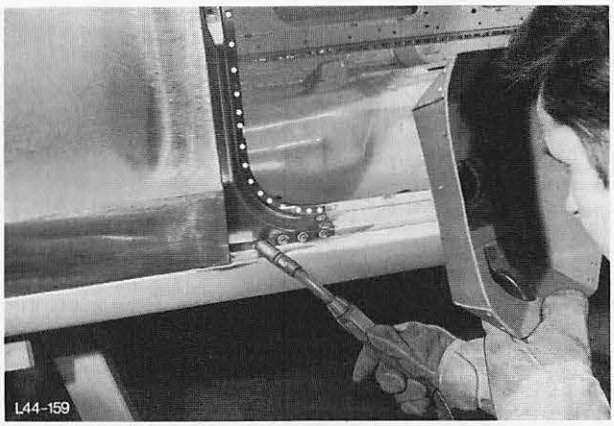

Abb. 171 Seitenwand im Türschwellerbereich schutzgasschweißen
28. Seitenwand im Türschwellerbereich schutzgasschweißen, Abb. 171.